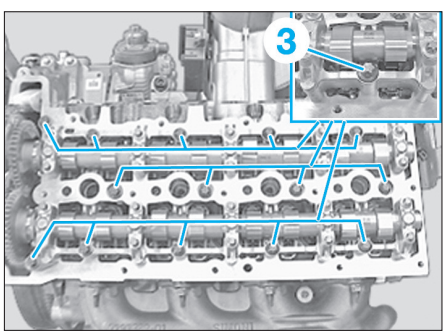

Fig. 97
- les vis (3) de l'extérieur vers l'intérieur **(Fig.97)**.